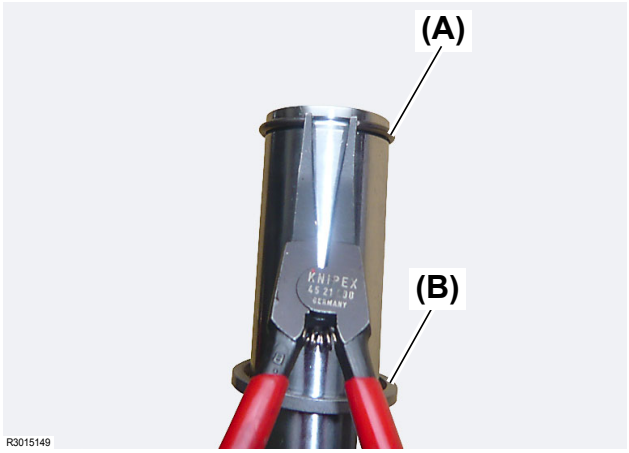

Fig. 6
4. Remove the steel ring **(Fig. 6, (A))** and then remove the spacer **(Fig. 6, (B))** from the rod.